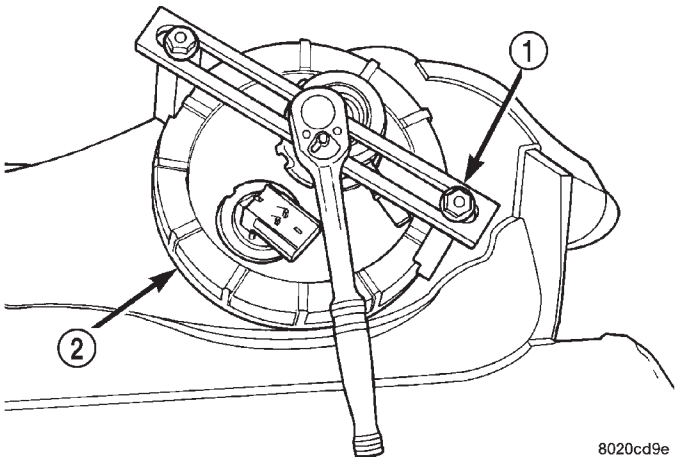

Fig. 57 Locknut Removal/Installation—TYPICAL MODULE
(1) Drain and remove fuel tank. Refer to Fuel Tank Removal/Installation.
(2) Thoroughly clean area around tank module at top of tank.
(3) The plastic fuel tank module locknut is threaded onto fuel tank. Install Special Tool 6856 to locknut and remove locknut (Fig. 57). The fuel tank module will spring up when locknut is removed.
(4) Remove module from fuel tank.